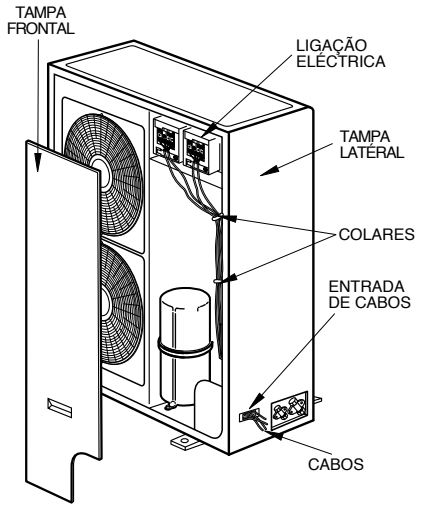

Fig. 18
(1) Retire a tampa frontal (Fig. 18).
(2) Habilite a entrada de cabos e proteja-a por meio do protector de borracha.
(3) Passe todos os cabos através de este protector.
(4) Ligue a unidade exterior de acordo com o esquema eléctrico.
(5) Fixe os cabos por meio das abraçadeiras e dos colares.